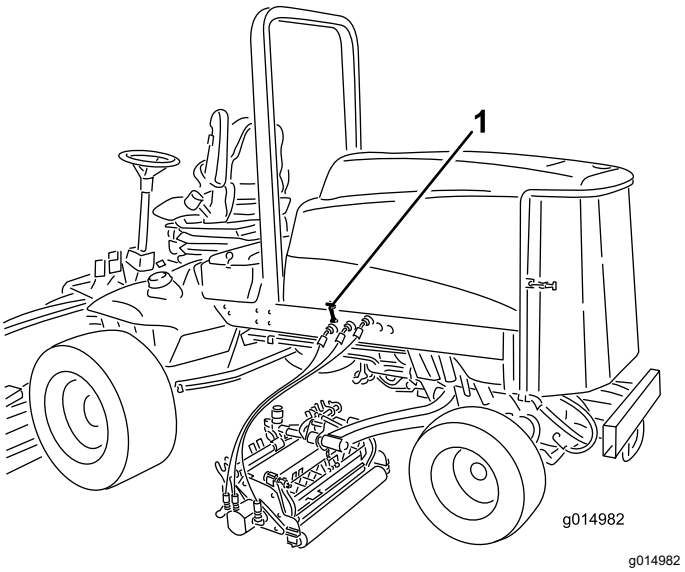

Figur 32
2. Lås opp panserlåsene og åpne panseret (Figur 32).